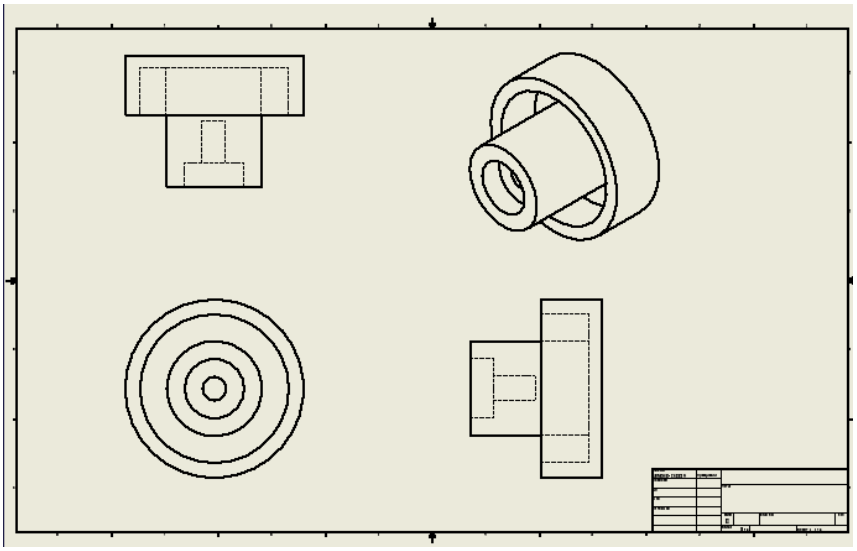

Figure 2-107 *Drawing sheet after generating the drawing views*
5. Similarly, taking the front view as the parent view, generate the drawing of right-side view and the isometric view, as shown in Figure 2-107.